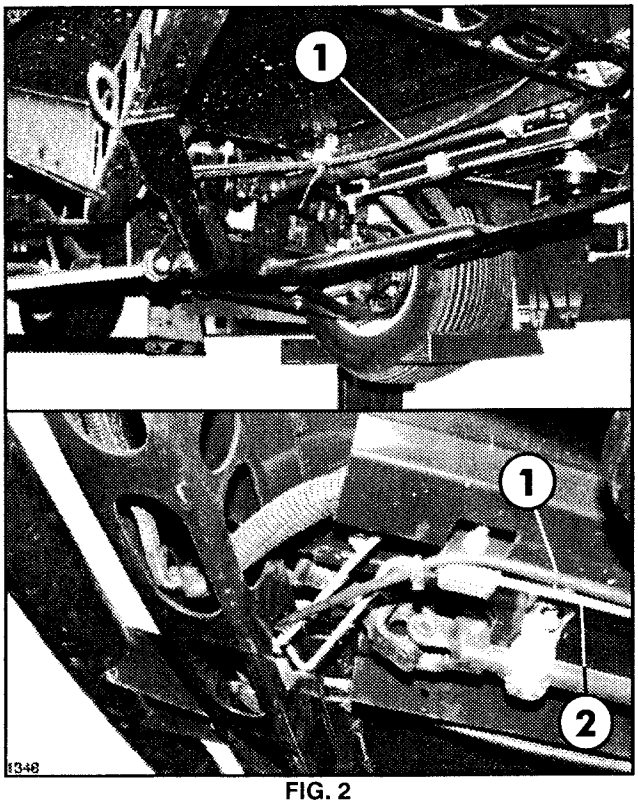

FIG. 2
2. Secure Respirator Assembly to the center of Seatback Support using (3) 5/16 x 3/4" flange screws, flange nuts and R-Clamps.
3. Route Power Cable behind Seat Back Support and down back of Seat Box. Route following Brake line to front of vehicle and up through floorboard. See FIG. 2.